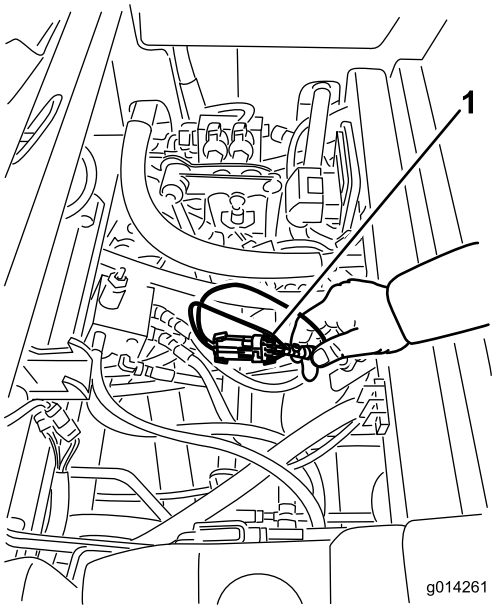

**Figur 27**
3. Lokaliser ledningsnettet og stikkene nær styreenheden (Figur 27).